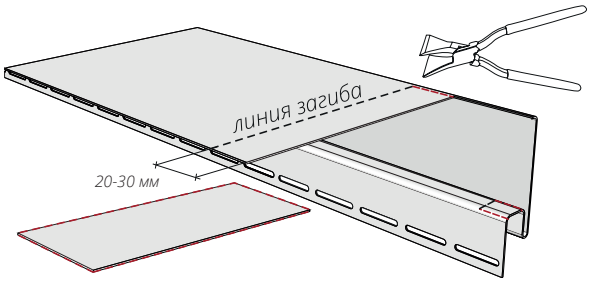

Рисунок 53
15.8 Подогните лепестки (рис. 53, 54) используя клещи под угол 90°.